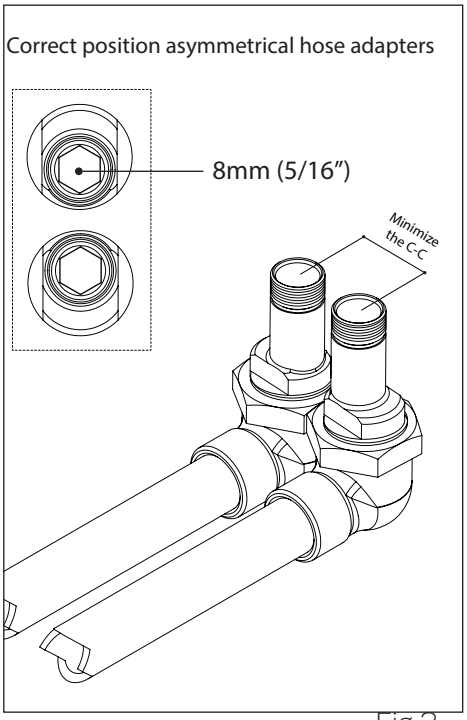

Fig.2
Separate the adaptors from the hoses by unscrewing the nut (4) (fig.2) while pulling-out at the same time (until the thread is engaged).
Referring to fig.2, install the asymmetrical hose adaptors to the supply-pipes inlets. Be aware you can also use 8mm (5/16") Allen Keys to thread the adapters in place.
Séparer les adaptateurs des alimentations flexibles en dévissant leurs écrous (4) (fig. 2) tout en exerçant une traction (jusqu'à ce que le pas de vis soit engagé).
Se référant à la fig.2, installer les adaptateurs asymétriques sur les arrivées d'eau chaude et froide. Vous pouvez aussi utiliser une clé Allen 8mm (5/16") pour fixer les adaptateurs en place. Pour une meilleure installation positionner les deux adaptateurs pour qu'ils soient aussi proche que possible.